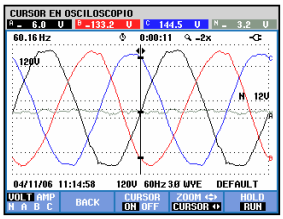

Figura 19-2. Visualización de la forma de onda, cursor activado
- Pulse F3 para activar el cursor. Utilice las teclas de flechas hacia la izquierda/hacia la derecha para mover el cursor horizontalmente por las formas de onda. El valor de las formas de onda en la posición del cursor aparece en el encabezado de la pantalla, como muestra la figura 19.2.